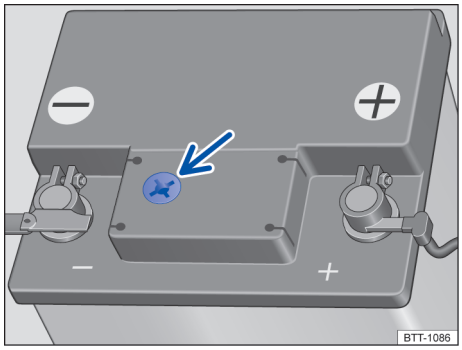

图 137 12 伏车载蓄电池上侧的蓄电池观测孔（示意图）
– 确保充足的照明，以便能够清楚识别 12 伏车载蓄电池 →图 137（箭头）上侧的圆形蓄电池观测孔中的颜色显示。切勿用明火或闪烁着火星的物品作为照明。